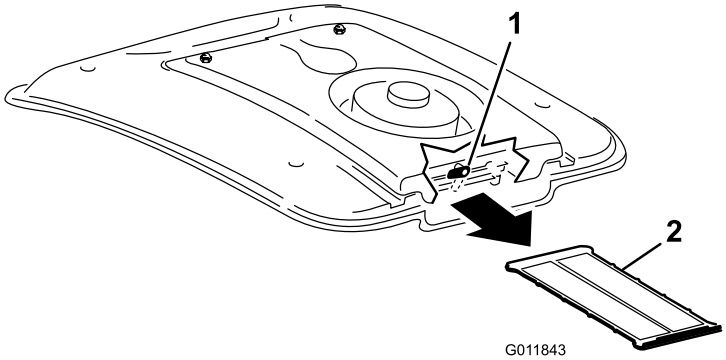

Figuur 88
2. Draai aan de achterzijde van de ventilatorbeugel de vergrendeling opzij (Figuur 88).
3. Schuif het airco-scherm onder de airconditioningspoel uit (Figuur 88).
4. Reinig het scherm grondig met perslucht (Figuur 88).